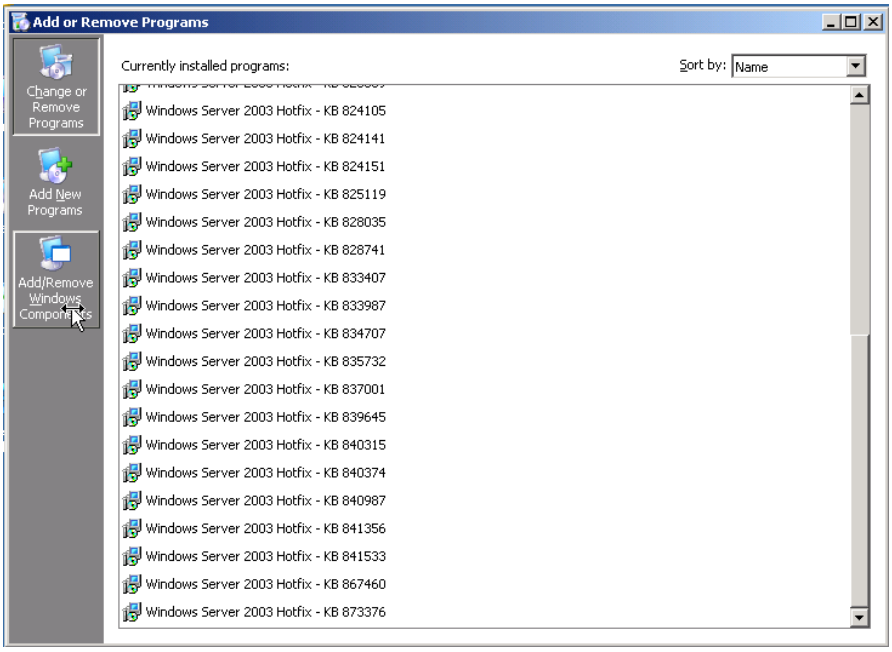

Figure 2.1: Microsoft Windows XP Add or Remove Programs
2. In the **Control Panel,** open the **Add/Remove Programs** dialog, shown in **Figure 2.1.** Click on the **Add/Remove Windows Components** icon in the left-hand column of the window.